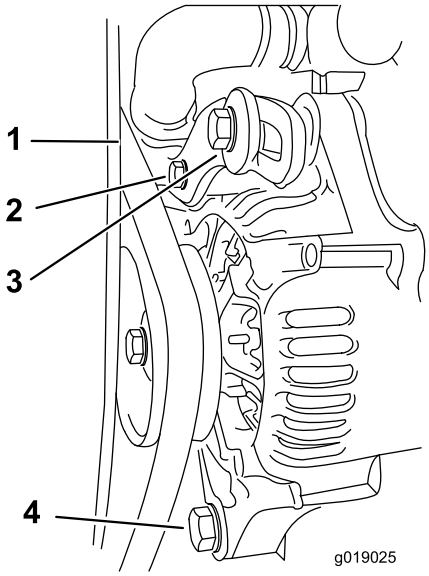

Figure 33
1. Vérifiez la tension de la courroie d'entraînement en appuyant le pouce au point indiqué (Figure 33).